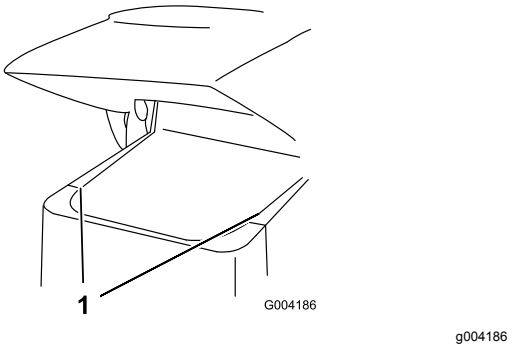

Figur 26
2. Skjut sidoskärmarna (Figur 26) uppåt och ut ur skårorna i frontskärmen och ramen.